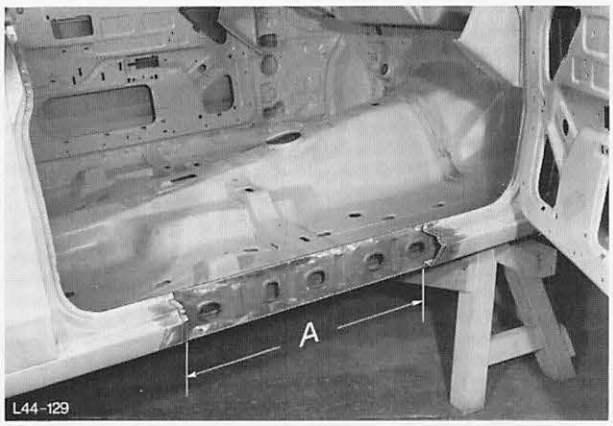

Abb. 141 Maß „A“ für Neuteil ermitteln
10. Maß „A“ am ausgetrennten Türschweller ermitteln, Abb. 141.